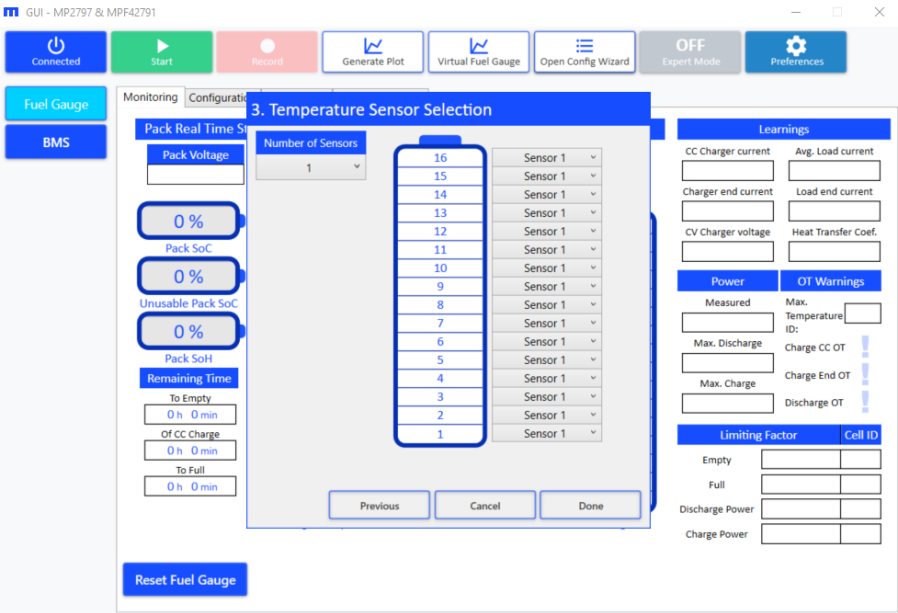

Figure 39: Configuration Wizard 4 – Temperature Sensor Selection
a. Nominal charge constant voltage: Set this value to the nominal voltage applied to the battery pack by the external charger during constant voltage (CV) charge.
b. Nominal charge constant current: Set this value to the nominal current applied to the battery pack by the external charger during constant current (CC) charge.
10. The Temperature Sensor Selection window should automatically open. Set the number of temperature sensors used by the fuel gauge. In addition, set a selector for each cell, which selects which temperature sensor is associated with which cell (see Figure 39).